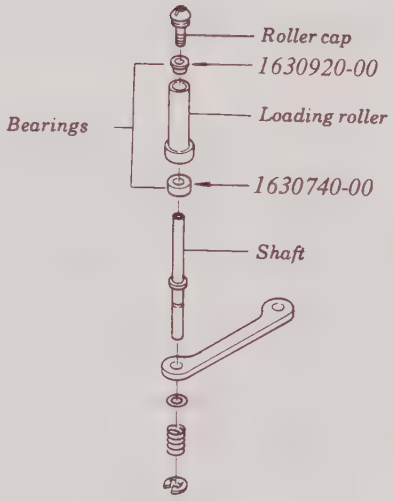

Fig. 5-12
- While keeping 2 bearing shaft hole and shaft in parallel, mount bearing on shaft carefully. (Fig. 5-12)